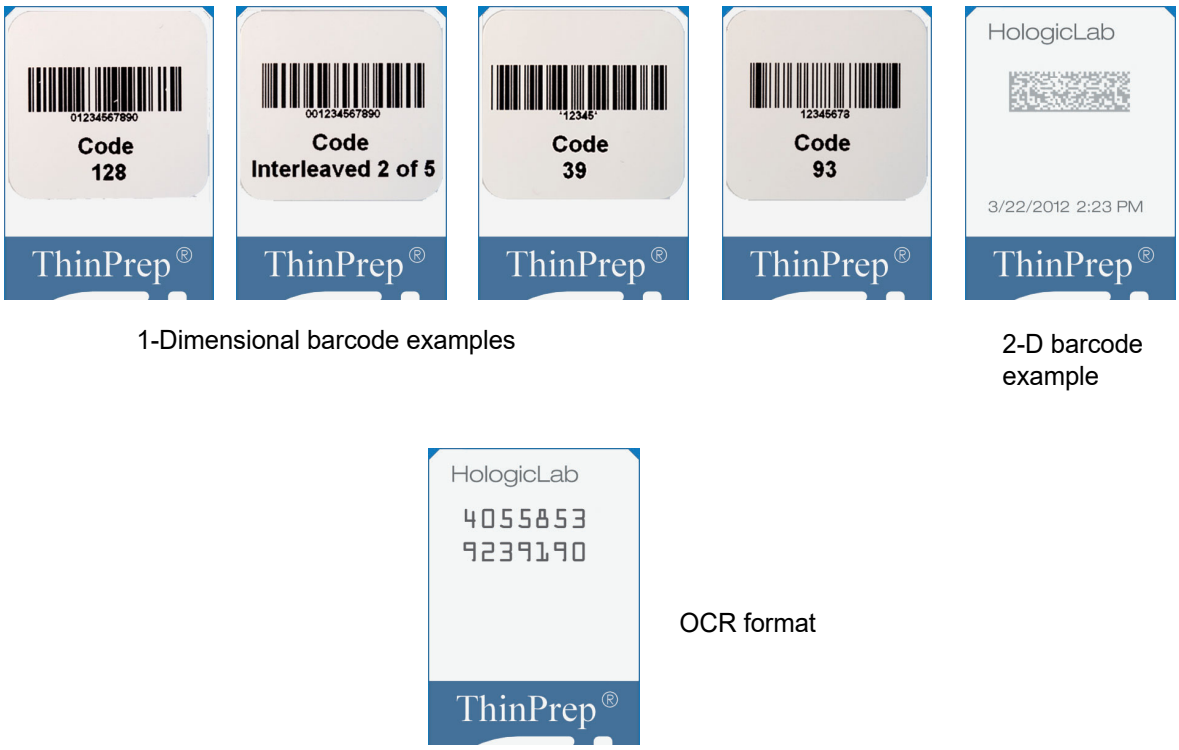

Figure 4-8 Examples of How Barcodes Fit onto a ThinPrep Slide
The OCR format must be 14 digits long in two rows, 7 digits over 7 digits, with the patient ID being 11 digits and a 3-digit CRC at the end. The CRC (Cyclical Redundancy Check) is automatically generated when the label software creates the series of Accession IDs. The Genius Digital Imager uses these numerals to confirm that it read the ID correctly. The font must be 12-point OCR-A. Numbers only, no alpha characters. (See Figure 4-8.) Please note that a 'no text' zone of exactly one (1) character dimension (1.6 mm or .063") should surround the print area. On some ThinPrep processors, this format is named "OCR Imager."
Slide barcode labels may be 1- or 2-dimensional; see the table below for any restrictions required. Slide labels may be printed and applied or directly printed or etched onto the slide. (See Figure 4-8.) In any case, make sure the contrast is sufficient for the scanner to read the label.